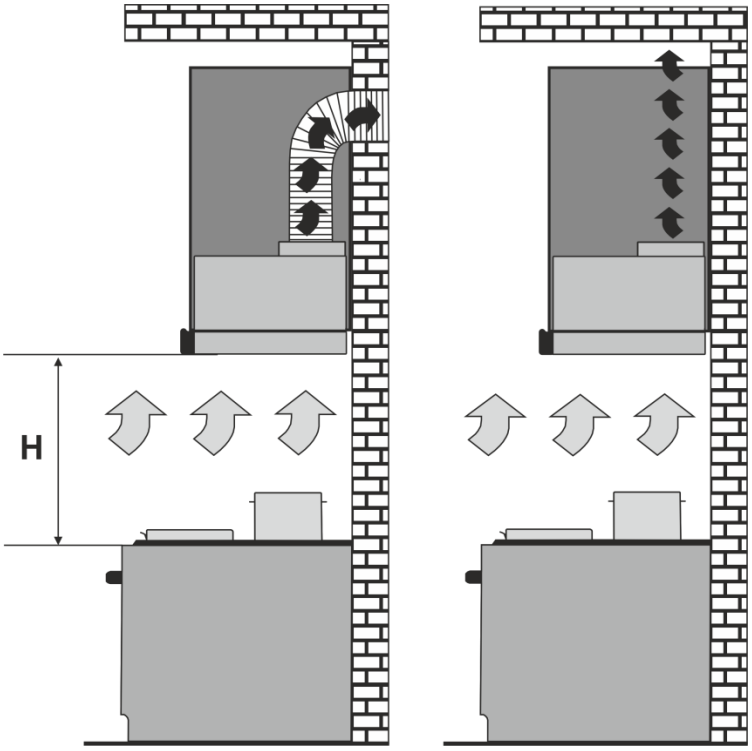

Рис.1 **Рис.2**
- в режиме отвода воздуха в стационарную вентиляционную шахту (дымоход) кухни с **использованием гофрированных алюминиевых или пластиковых воздуховодов Ø150 х Ø120мм (рис.1);**
1.11 **Внимание! Вытяжка монтируется на стене над электроплитами на высоте 650 - 750мм, а над газовыми плитами на высоте 750 - 850мм от рабочей поверхности плиты (рис.1).**
4.5 При монтаже вытяжки на необходимой установочной **высоте Н** над плитой **(рис.1)** для отвода воздуха в дымоход используйте воздуховод **Ø150 х Ø120мм.** Меньший диаметр создаст дополнительное сопротивление воздуху, что приведет к увеличению шума и вибрации, а также к перегреву двигателя.
5.3 В зависимости от схемы установки вытяжка работает в двух вариантах (рис.1 / рис.2):
- в режиме отвода воздуха в дымоход кухни **(рис.1);**
Напоминаем, что высота установки вытяжки над электроплитами должна быть не меньше 650мм, а над газовыми - не меньше 750мм (рис.1).